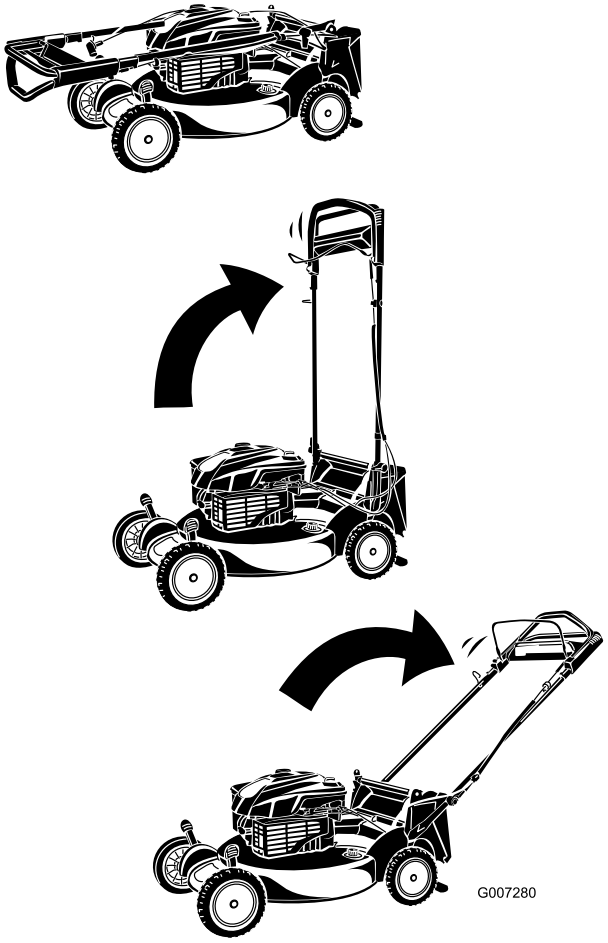

Figur 4
3. Roter håndtaket bakover (Figur 4).